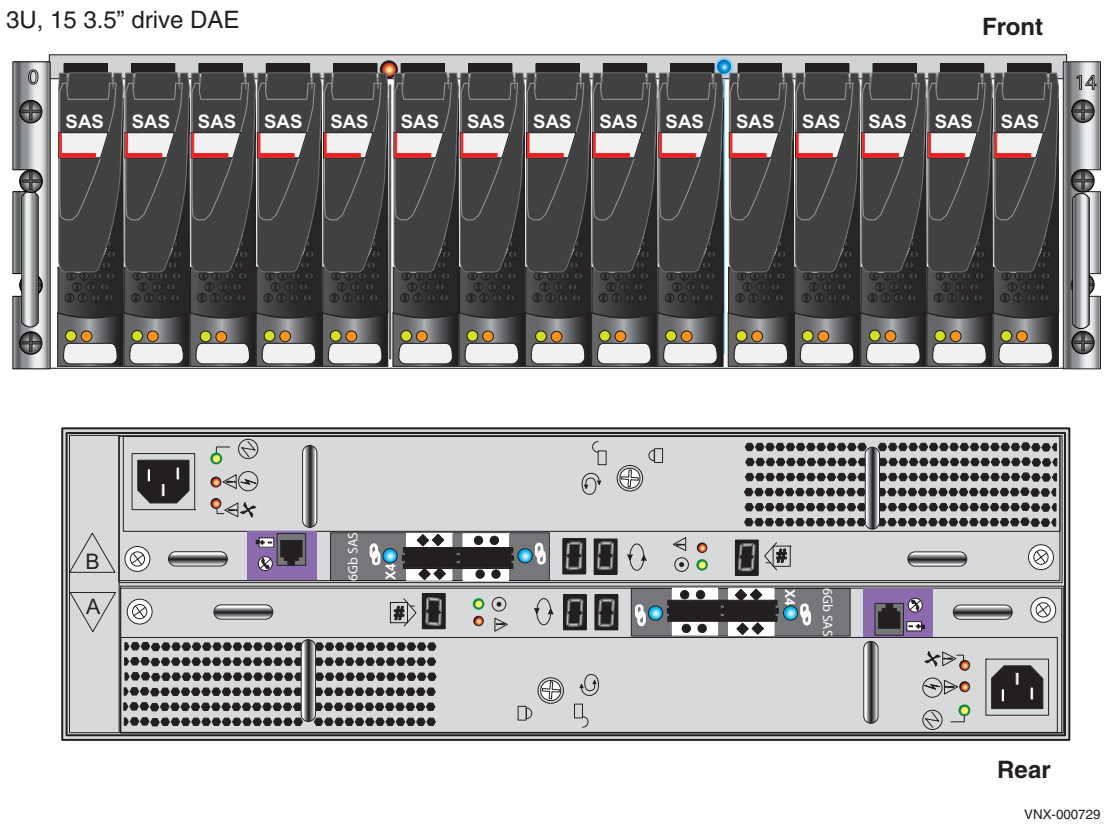

**Figure 35** 3U, 15 3.5'' drive DAE
- 3U, 15 3.5'' drive DAE as shown in Figure 35 on page 44.